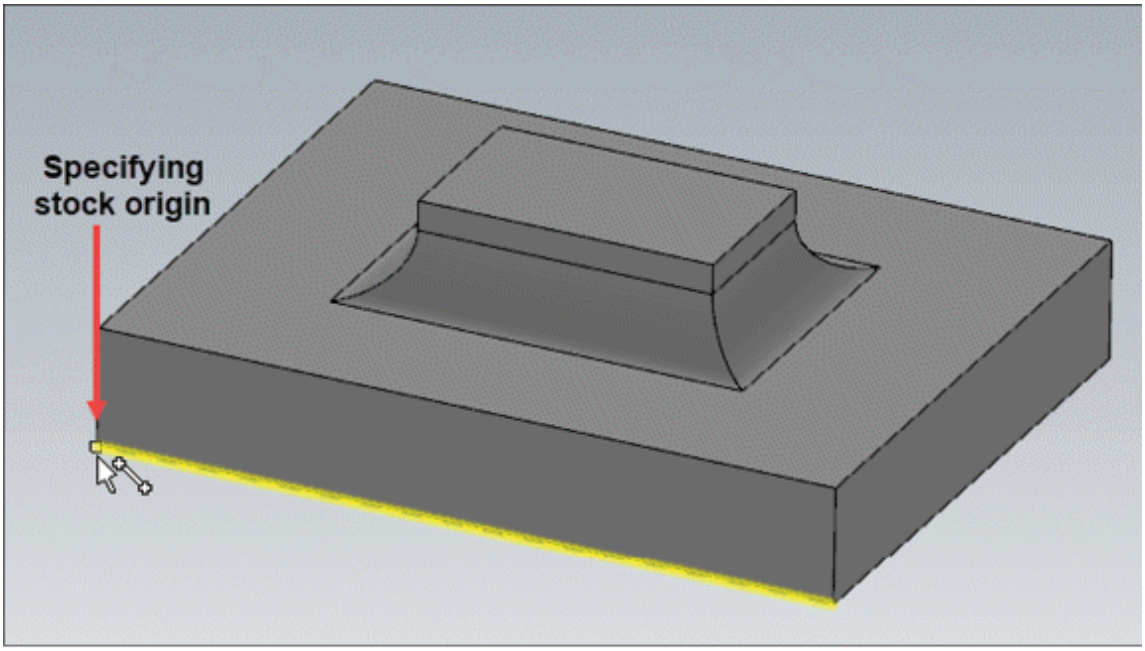

Figure-63. Specifying stock origin
- Click at desired location to specify origin; refer to Figure-63.